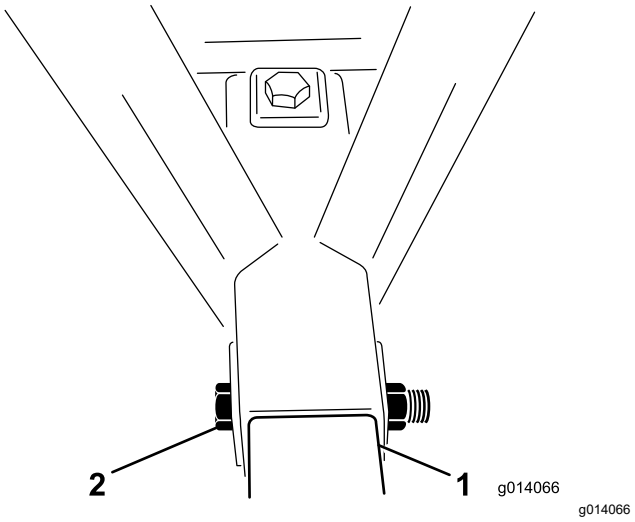

Rysunek 4
5. Przełóż śrubę (1 x 6½ cala) przez ramę i rurę zaczepową i zamocuj ją nakrętką zabezpieczającą (Rysunek 4). Dokręć nakrętkę zabezpieczającą momentem o wartości od 976 do 1193 N·m.
6. Przełóż śrubę (1 x 6½ cala) od góry ramy i przez rurę zaczepową, a następnie zamocuj ją nakrętką zabezpieczającą (Rysunek 4). Dokręć nakrętkę zabezpieczającą momentem o wartości od 976 do 1193 N·m.